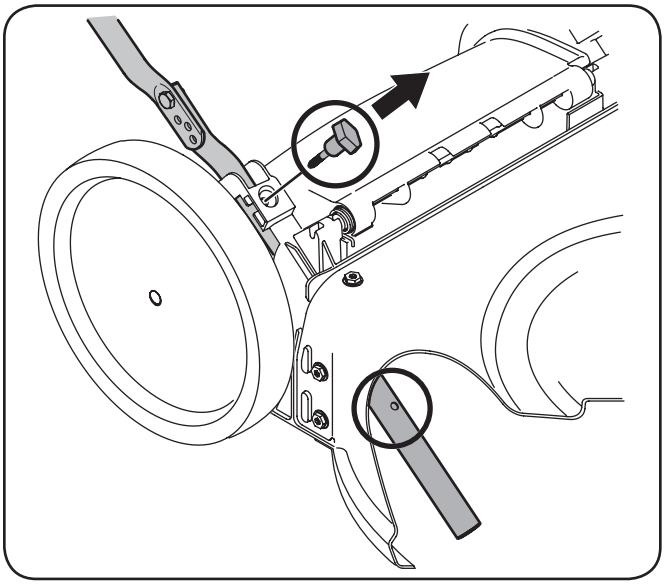
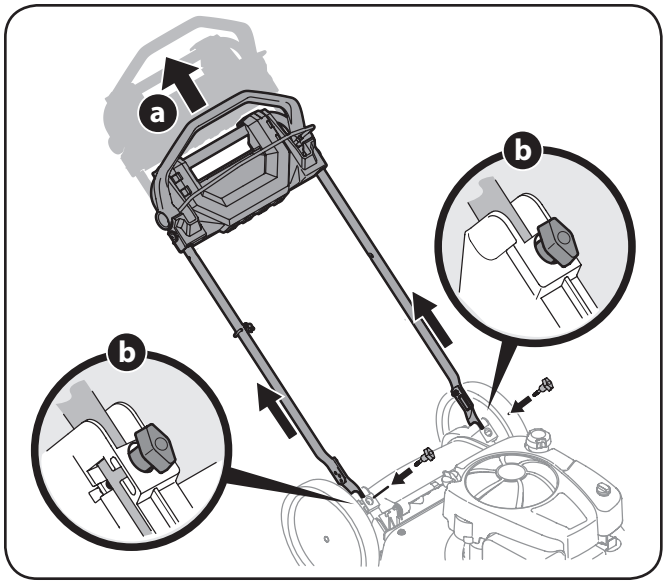

Figure 3-3
Figure 3-4
2. Remove the T-bolts from the handle brackets as shown in Figure 3-3.
a. Pull upward on the handle approximately 8 inches until holes in lower handle (shown in Figure 3-3 deck cutaway) line up with holes in handle bracket. See Figure 3-4.
b. Insert the T-bolts removed earlier through the handle brackets and lower handle and tighten securely to secure the handle in place. See Figure 3-4.